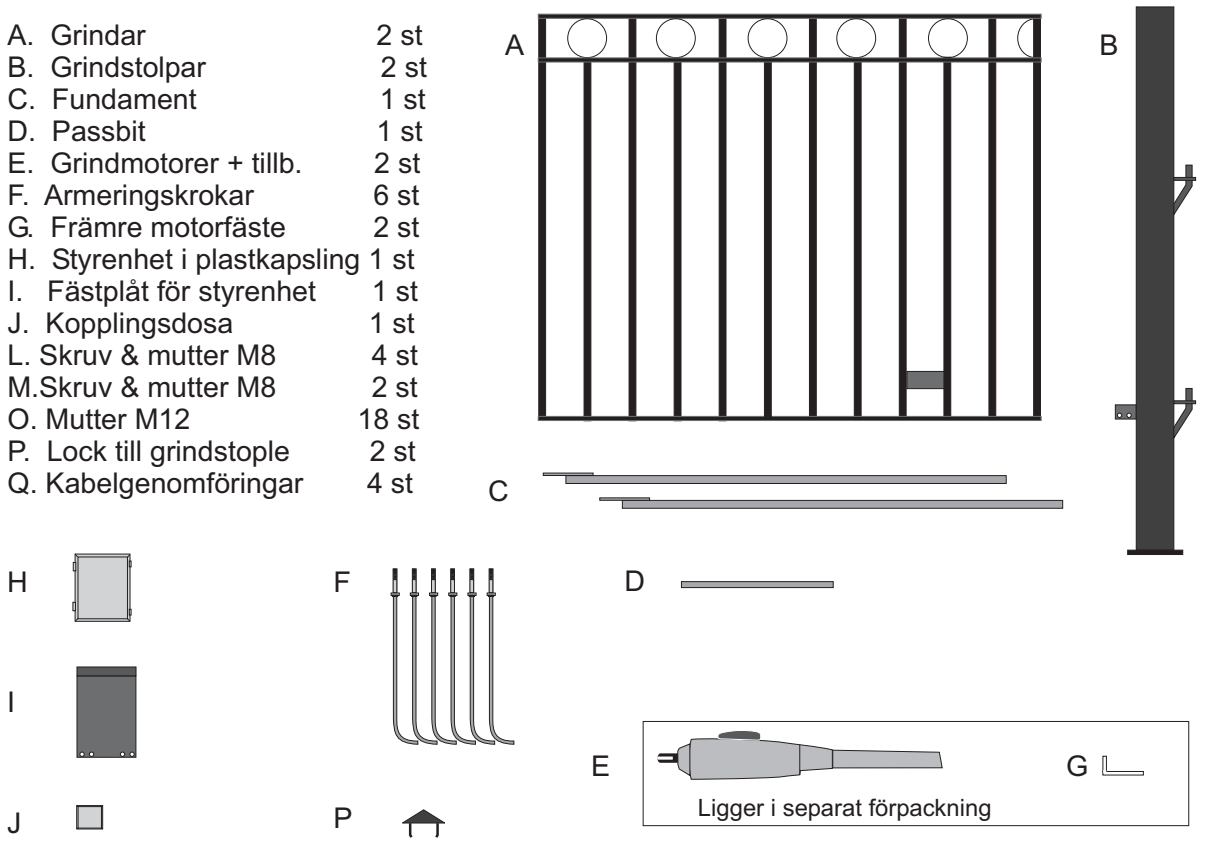

Fig 2
2. **Sätt ihop fundamentet** enl fig 2. Dra in kabeln genom fundamentets fyrkantsprofiler, kabeländarna ska sticka upp genom hålen i de trekantiga stolpfästena. Skjut sedan ihop med passbiten och dra fast med bif skruvar. *Var försiktig så att inte kabeln skadas !*
Skruva fast armeringsstängerna (F) i fundamentet, fig 2.